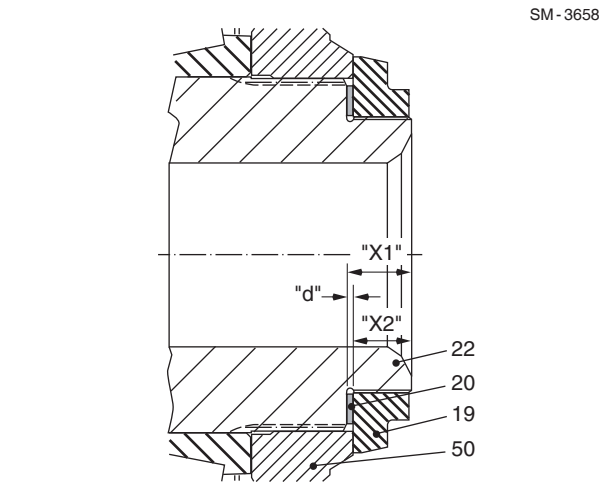

Fig. 34 - Shim Measurement
34. The second measurement should be with the ring gear carrier (22) fixed in place. This should be noted as dimension 'X2'
35. Shim (20) thickness 'd' should fall within the following dimensions , refer to Fig34. :